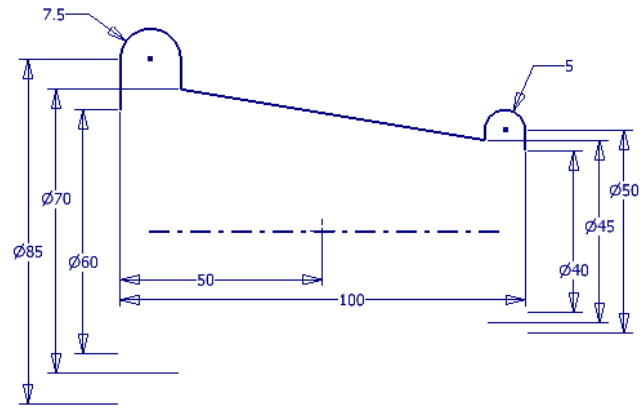

Figure 18-52 *Fully constrained sketch for the base surface*
2. Draw the sketch on the XZ plane, as shown in Figure 18-52. Constrain the sketch fully by specifying dimensions and geometric constraints.